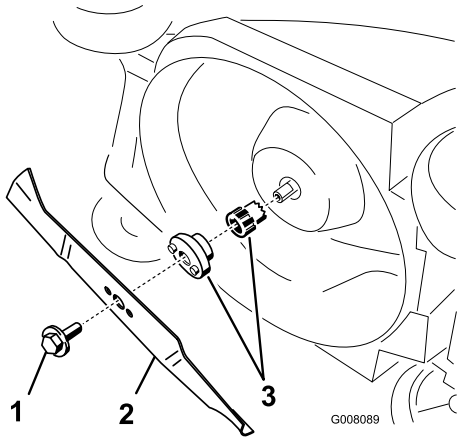

Рисунок 24
1. Возьмитесь за конец ножа (Рисунок 24) рукой в перчатке на толстой подкладке или через слой ветоши.